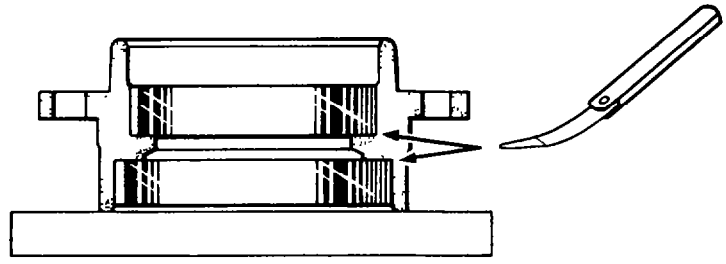

Fig. 354 — Checking Correct Seating of Bearing Cups
c. Press the bearing cups (item 38) into the pinion cage (item 40) ensuring that they are correctly seated. Check seating with a 0.025 mm (0.001 in.) feeler gauge as shown in fig. 354.